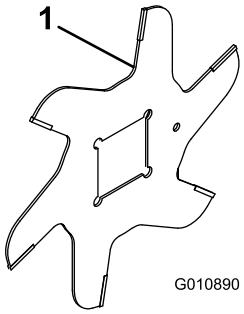

Figura 18
1. Monte una cuchilla en el molinete (Figura 18).
4. Instale la cuchilla siguiente girándola en el sentido de las agujas del reloj para que el taladro de posicionamiento (Figura 18) quede desplazado 90 grados en el eje respecto al taladro de la primera cuchilla.